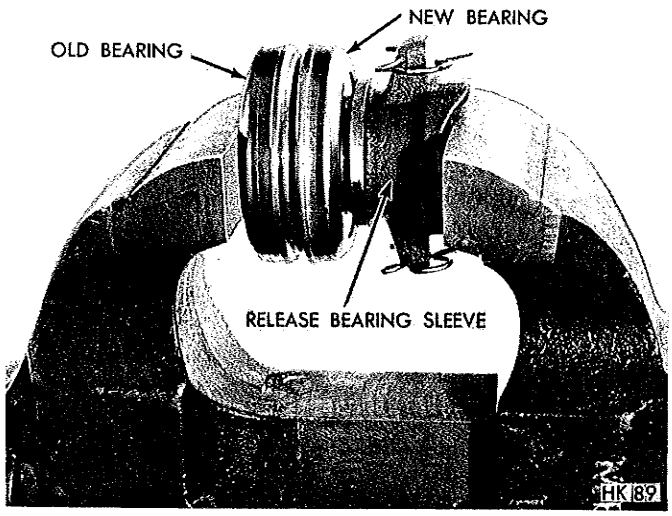

*Fig. 12—Installing Clutch Release Bearing on Sleeve*
(1) Position new bearing on sleeve and place old bearing against face of new bearing.
(2) Support parts in a vise and carefully press new bearing on sleeve (Fig. 12). **Make certain bearing is seated on shoulder of bearing sleeve. Rotate bearings as they are pressed together.**